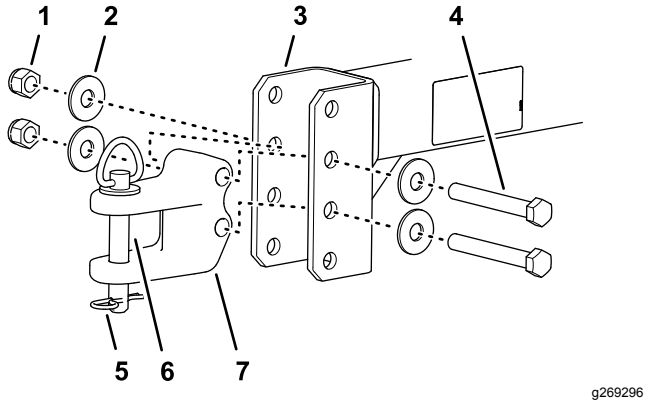

Figur 5
1. Juster posisjonen til koblingssjakkelen til slepestaget, slik at slepestaget er plant med slepeutstyrets trekkbom (Figur 5).
2. Monter koblingssjakkelen til slepestaget med to hodeskruer, fire skiver og to låsemuttere (Figur 5).
4. Fest koblingen til trekkbommen med festetappen og hårnålssplinten (Figur 5).